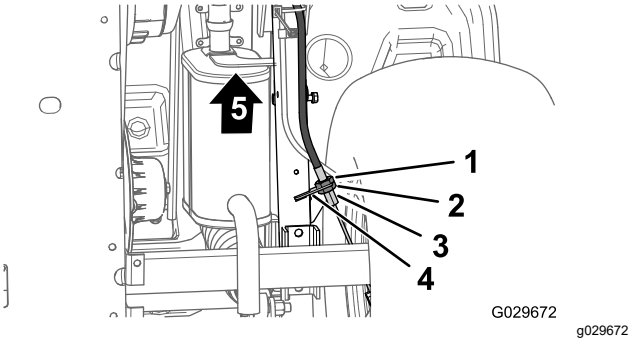

Figur 66
3. I bunden af maskinen løsnes den bageste kontramøtrik til den gevindskårne justeringsskrue på parkeringsbremsens kabel med 4 omgange (Figur 66).
4. Stram den fremadgående kontramøtrik (Figur 66).
A. Løsn den fremadgående kontramøtrik (Figur 66) for den gevindskårne justeringsskrue på parkeringsbremsens kabel med 1 omgang.
B. Stram den bageste kontramøtrik (Figur 66).
A. Løsn den bageste kontramøtrik (Figur 66) for den gevindskårne justeringsskrue på parkeringsbremsens kabel med 1 omgang.
B. Stram den fremadgående kontramøtrik (Figur 66).